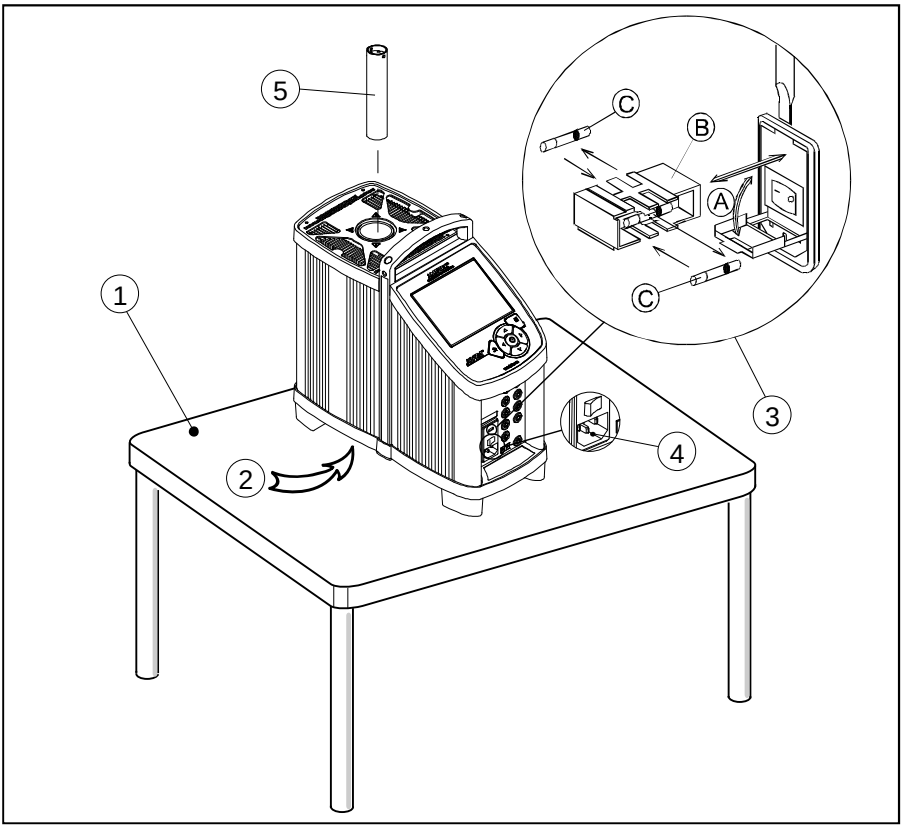

Fig. 1
③ Check that the fuse size corresponds to the applied voltage on The fuse is contained in the power control switch (on/off switch To check do as follows (see fig. 1):